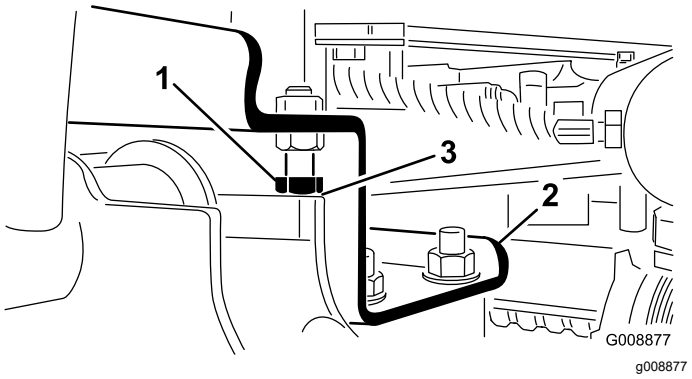

Rysunek 26
A. Należy poluzować nakrętkę oporową i regulując położenie siłownika sprowadzić luz do zalecanego zakresu (Rysunek 26).
2. Konieczne jest skontrolowanie, czy luz między ramieniem podnoszącym a jego nakrętką oporową mieści się w zakresie 0,13-1,02 mm (Rysunek 26).